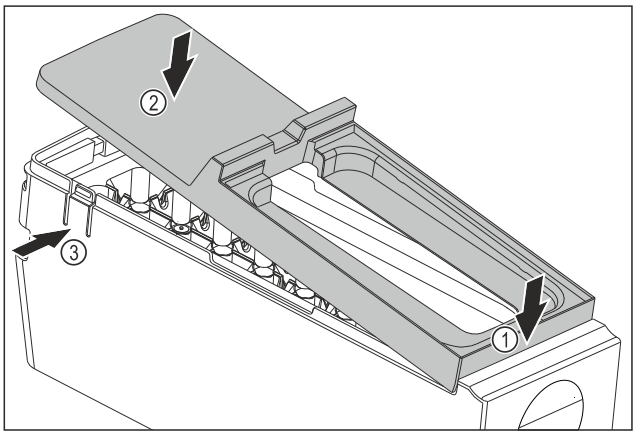

Fig. 144
▶ Montáž krytu korpusu EasyTwist-Ice: Nasaďte kryt na přední stranu. *Fig. 144 (1)*
▶ Spusťte kryt vzadu dolů. *Fig. 144 (2)*
▷ Kryt slyšitelně zaklapne v obou lamelách *Fig. 144 (3)*.